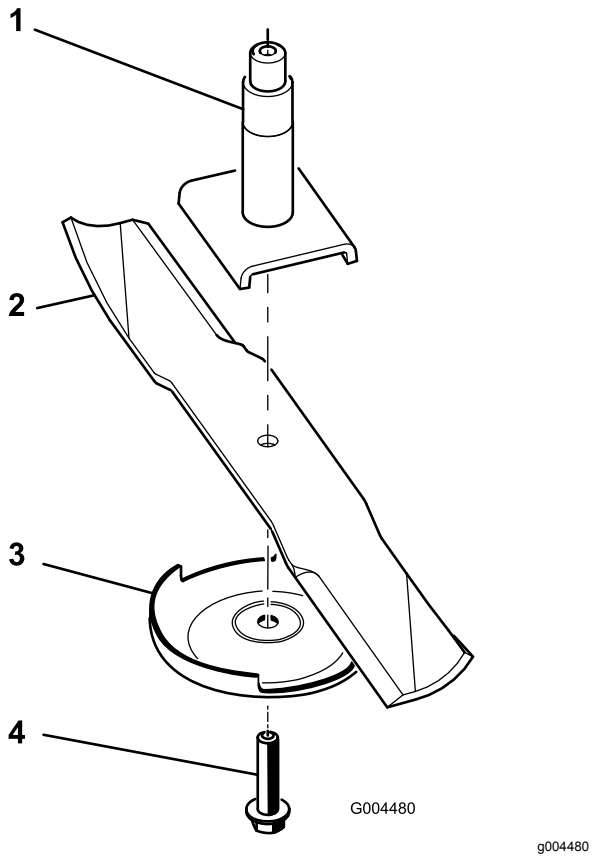

Rysunek 77
Informacja: Jeżeli ostrze pozostaje w położeniu poziomym, wówczas jest wyważone i można je stosować. Jeżeli ostrze nie jest wyważone, spiłuj nieco metalu z obszaru łopatki (Rysunek 77). Powtarzaj tę procedurę do momentu wyważenia ostrza.
1. Zamontuj ostrze na wale wrzeciona (Rysunek 77).
2. Zamocuj płytę zapobiegającą zdzieraniu darni i przykręć śrubę ostrza (Rysunek 77).